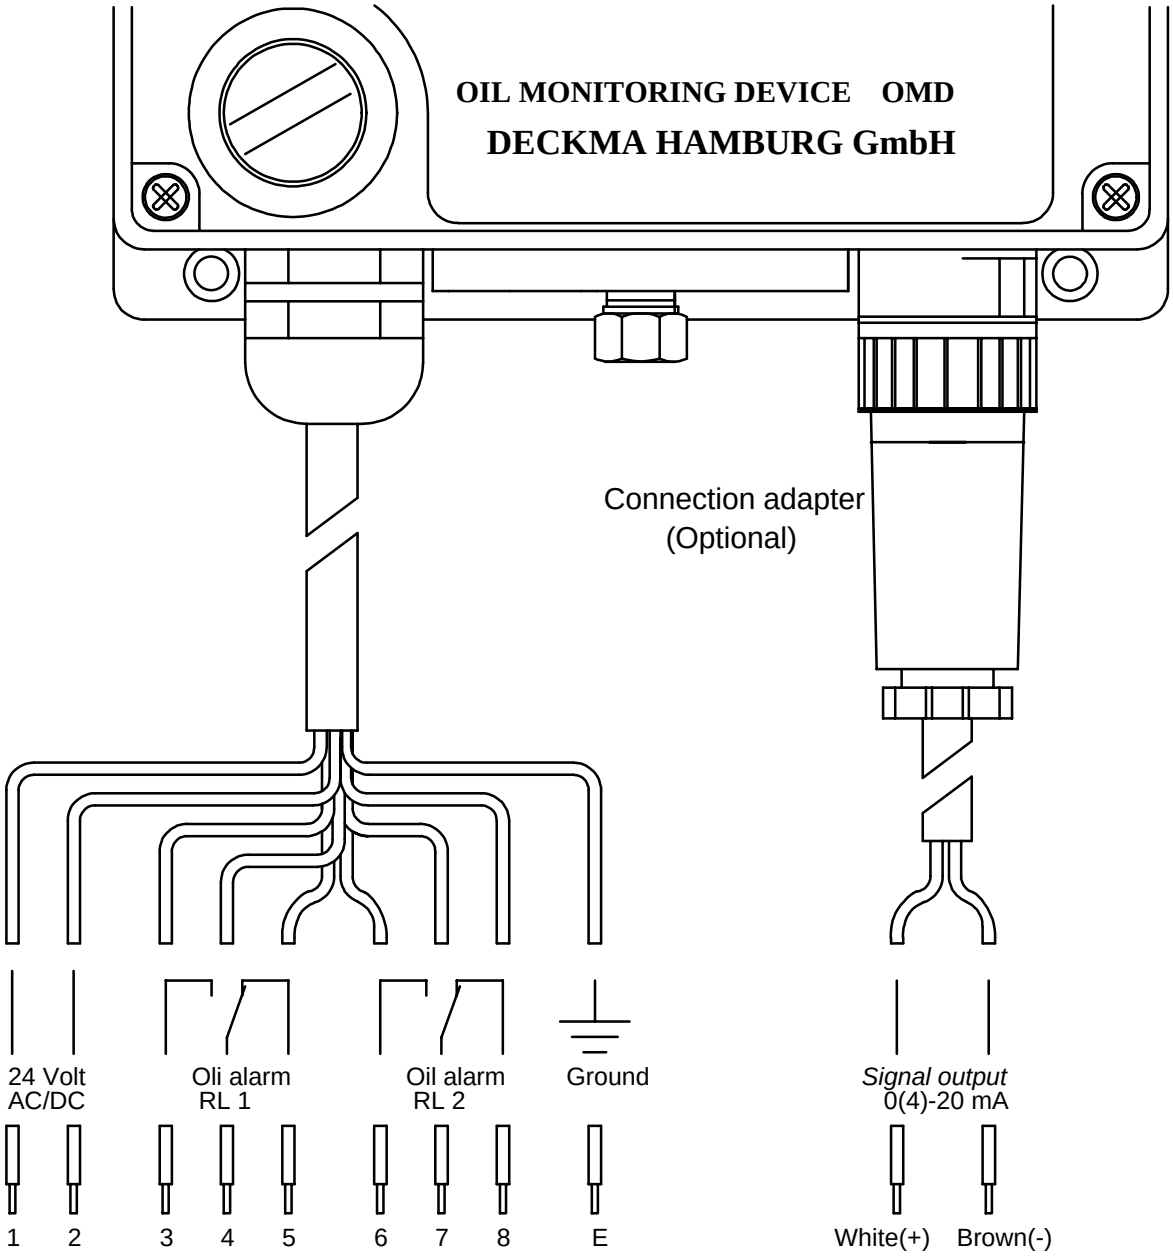

Fig. 4
8.0 WIRING (Refer to Fig. 4)
The OMD-17 Monitor is normally delivered with a 9 pole, 2 m length connection cable. Details are shown in Fig. 4, Page 11. The monitor can be connected direct to the control box of the oily-water pumping system. For special requirements junction boxes are available.